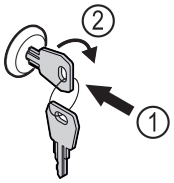

Fig. 104
▶ Insérer la clé *Fig. 104 (1)*.
▶ Tourner la clé à 90° dans le sens horaire *Fig. 104 (2)*.